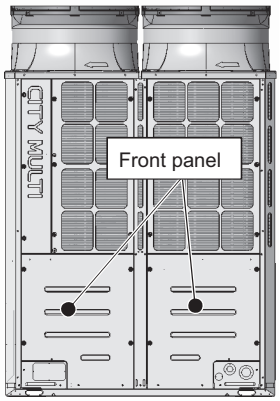

Figure 1
(1) Remove the front panel from the unit by unscrewing the 14 screws. (See Figure 1.)